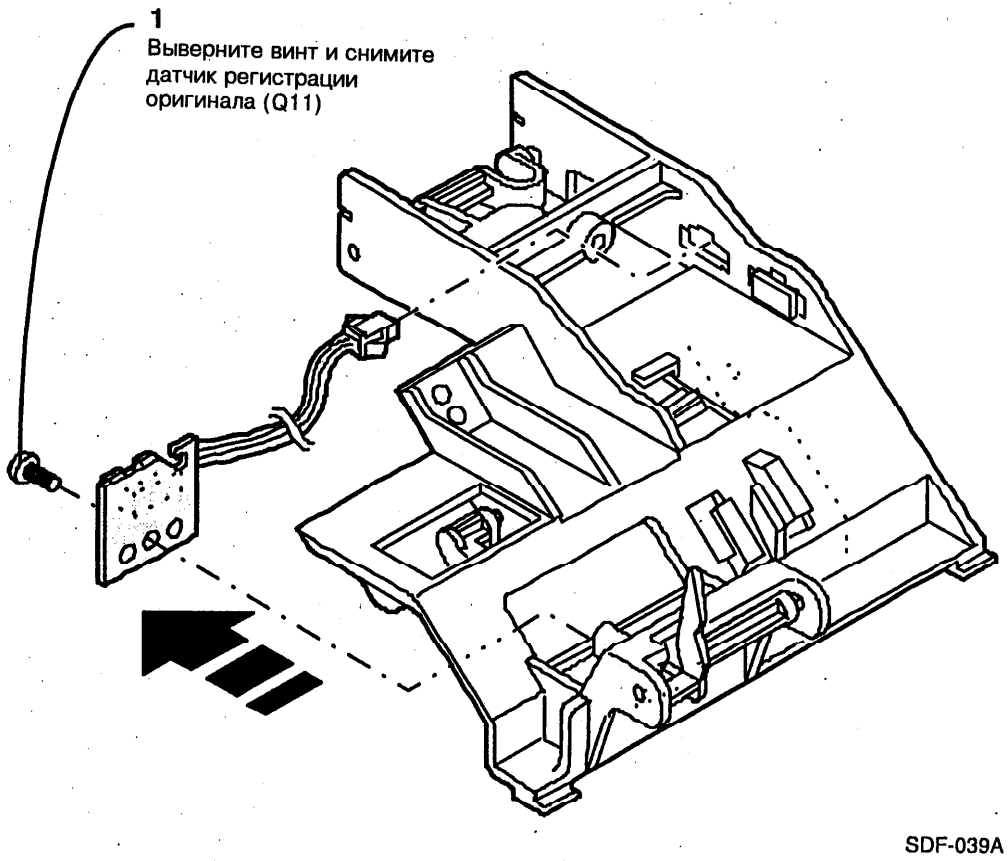

Рис. 1. Снятие датчика регистрации оригинала (Q11)
2. (Рис. 1) Снимите датчик регистрации оригинала (Q11)